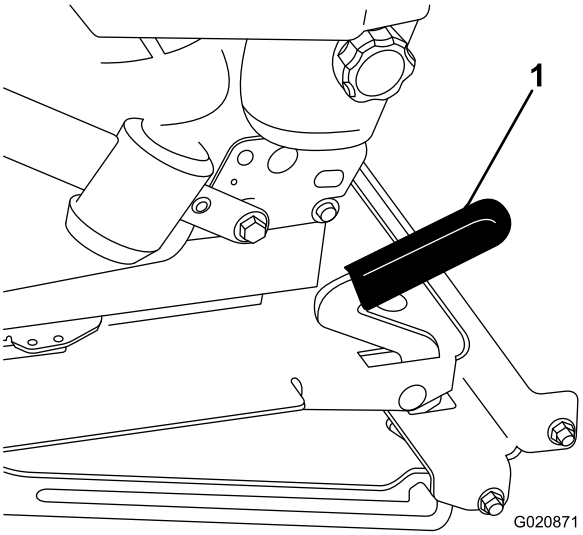

Rysunek 33
2. Pociągnij zaczep fotela do przodu i unieś, aby odblokować fotel (Rysunek 33).